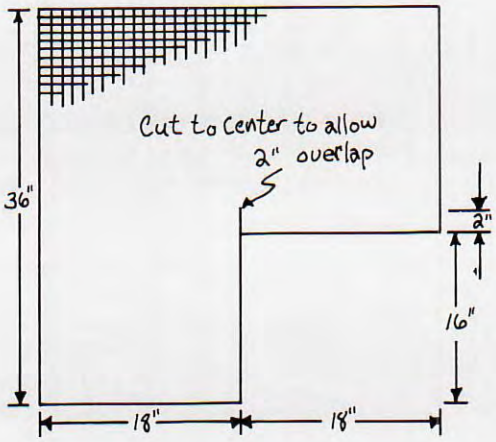
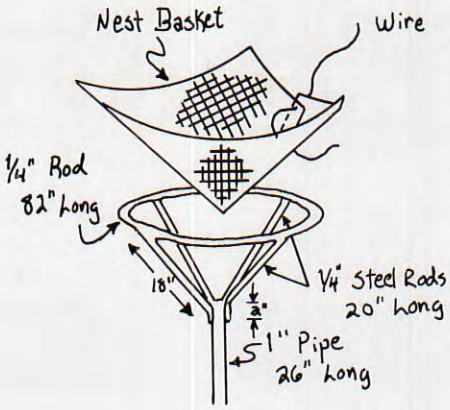

Figure 1
Figure 2
1. Cut the hardware cloth according to pattern in (figure 1), remove the 16- X 18-inch square, bend to form a cone, and secure with wire (figure 2).
pipe. Bend braces to accommodate rim and weld rim to braces (figure 2).